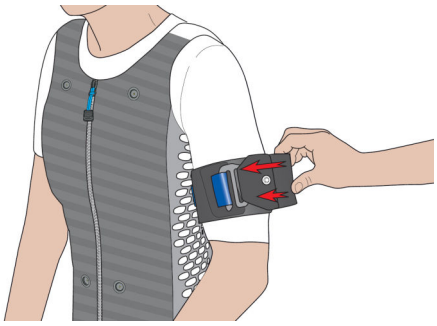

Fig. 41: Positioning the i-body® straps flex
9. Turn the i-body® straps flex so that the pushbutton faces outwards (Fig. 41).